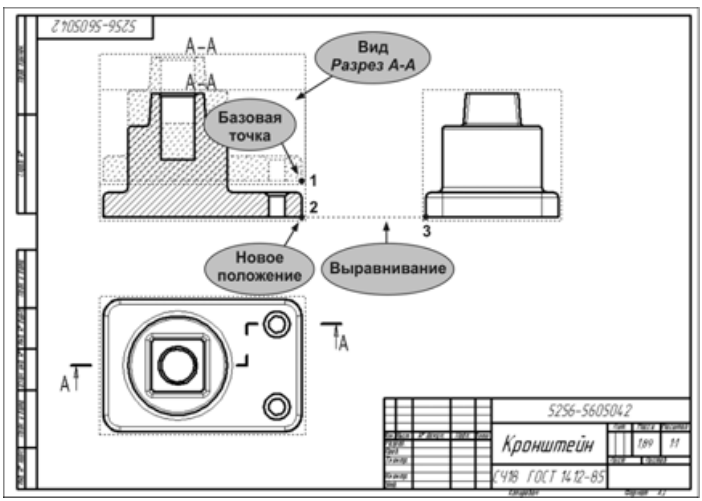

Рис. 3.29
- В ответ на запрос системы укажите с помощью глобальной привязки **Ближайшая точка** базовую точку 1 сдвига, как это показано на рис. 3.29.
- При указании нового положения базовой точки 2 добейтесь, чтобы курсор выравнивался в горизонтальном направлении относительно точки 3 на виде слева (рис. 3.29). Направление и точки выравнивания показаны пунктирными линиями. После срабатывания привязки щелчком мыши зафиксируйте точку.